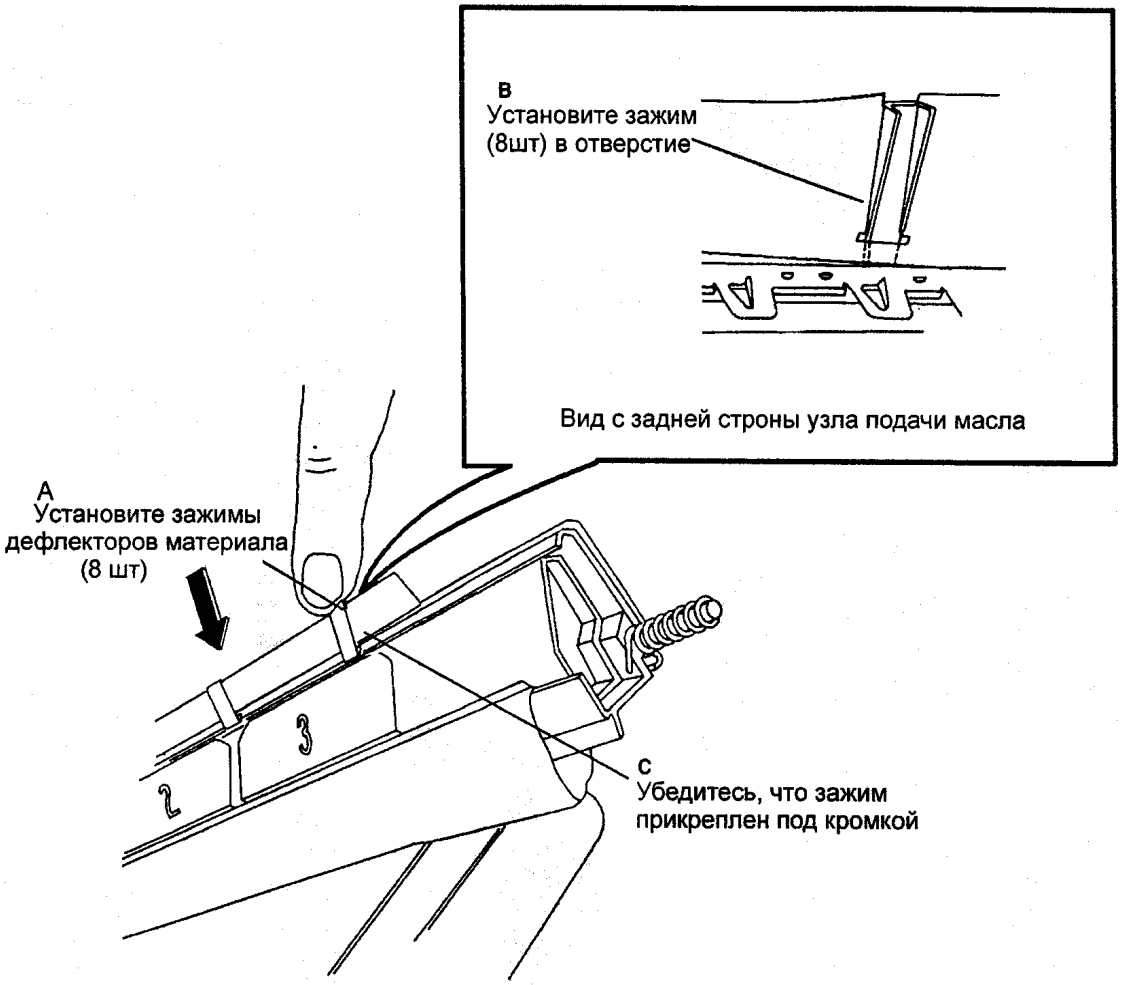

Рис. 3 Установка зажимов дефлекторов материала
2. (РИС. 3): УСТАНОВИТЕ ЗАЖИМЫ ДЕФЛЕКТОРОВ МАТЕРИАЛА.